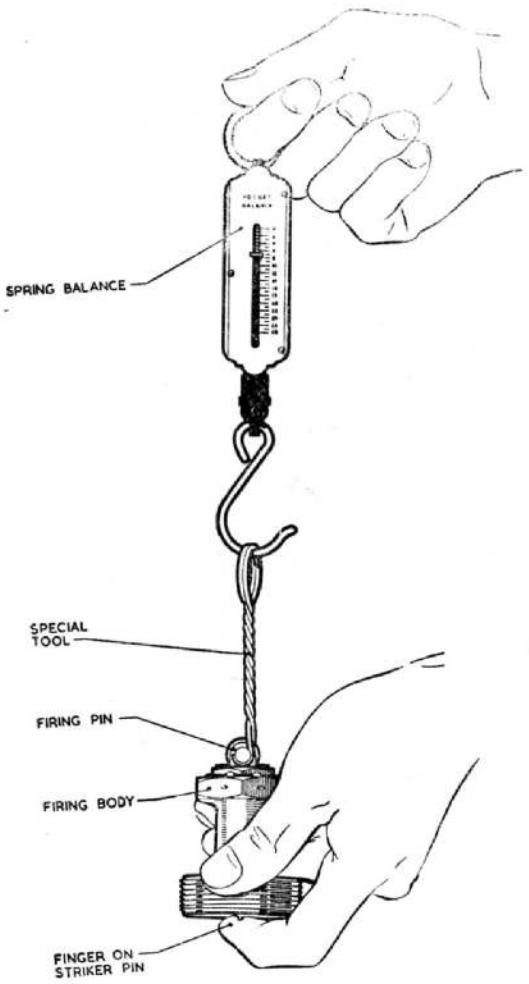

Fig. 9. Testing firing spring
(3) Lift the firing pin with the special tool (*fig.* 8) and check that the firing sear moves freely in the slot, and that the firing pin moves freely throughout its stroke. Remove the sear and check the initial compression of the firing spring by spring balance as shown in fig. 9. The firing pin should not start to move until 7 lb. is registered. The initial movement of the firing pin can be detected by holding the finger over the projecting end of the striker pin.